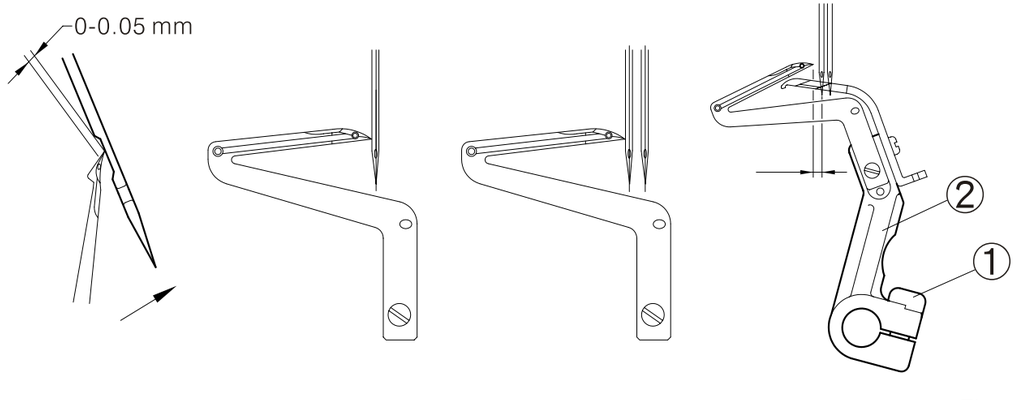

Fig. 15
(1) Cuando la punta del bucleador inferior se mueva al centro de la aguja (para modelos de doble aguja, tome la aguja izquierda como referencia estándar). La distancia desde el bucleador inferior a la aguja debe ser de 0-0. 5mm. Para ajustar, afloje el tornillo 1, y mueva el soporte del bucleador hacia atrás y adelante hasta la posición correcta. (Fig. 15)